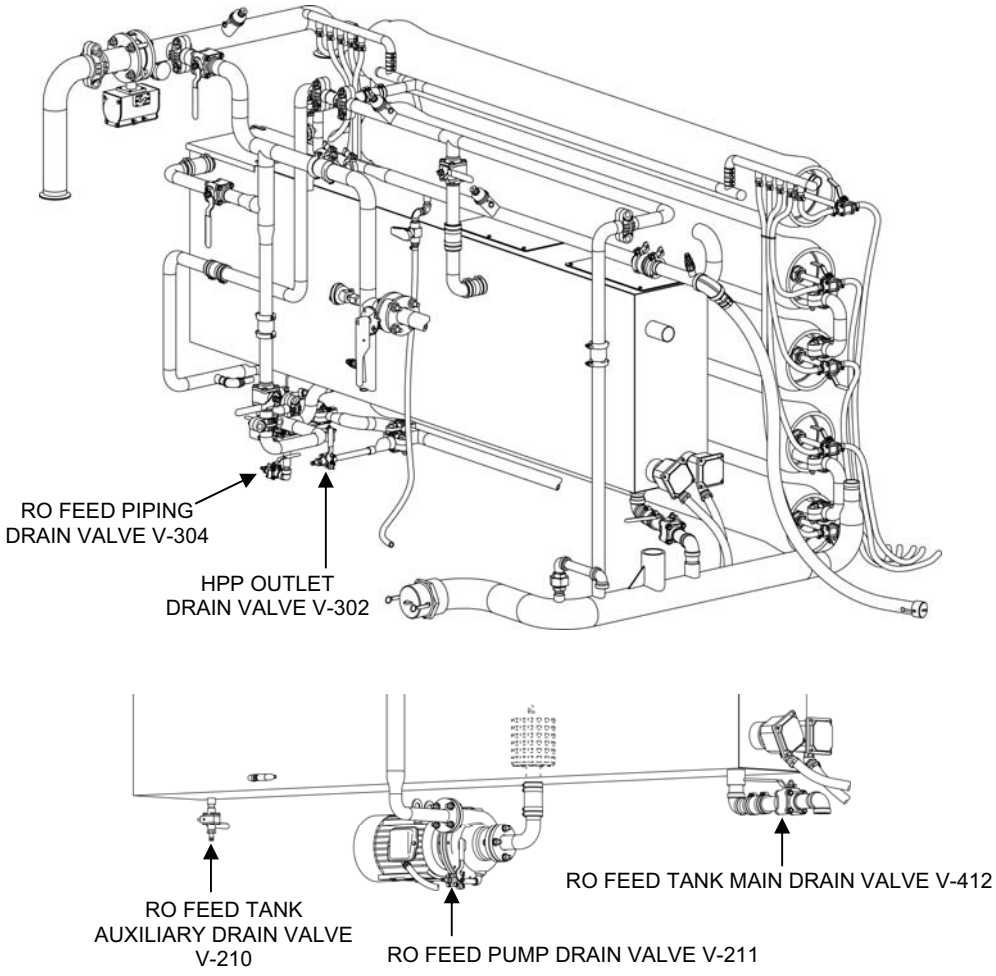

Figure 6. Valves to Flush RO Feed Tank After MF Preservation Flush.
10. Flush the RO feed tank with product water as follows (Figure 6):